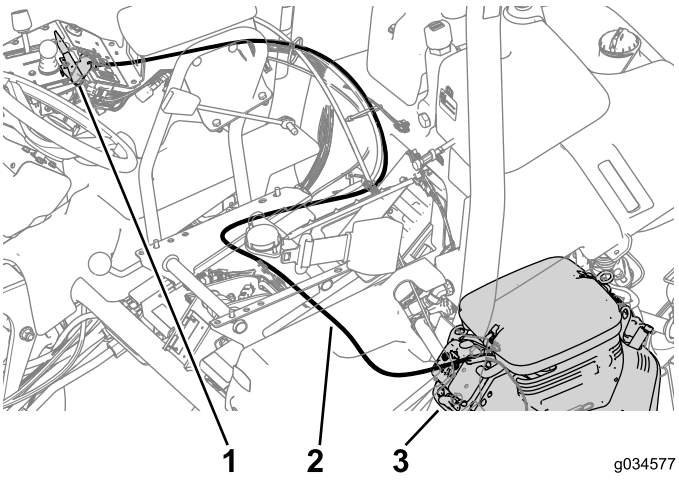

Figuur 18
1. Leid de nieuwe chokekabel zoals de oorspronkelijke kabel en bevestig de nieuwe kabel met kabelbinders aan de machine (Figuur 18).
2. Sluit de kabel aan op de chokeklep van de motor (Figuur 18).